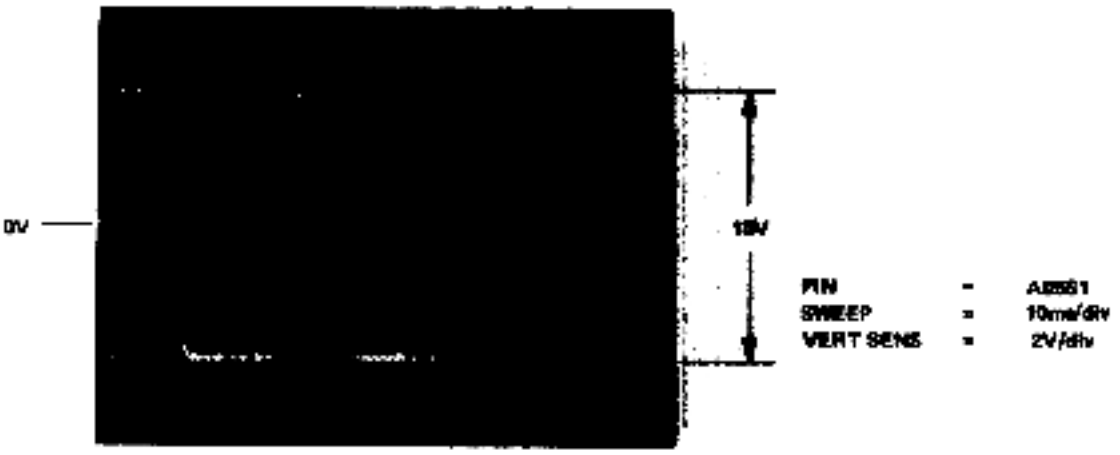

Figure 6-4 Cosine Amplitude/Offset Waveform
a. Observe A05S1 (COS POSITION) for a scope display as illustrated in Figure 6-4. The waveform amplitude must be 10 ± 1 V p-p and symmetrical about ground.